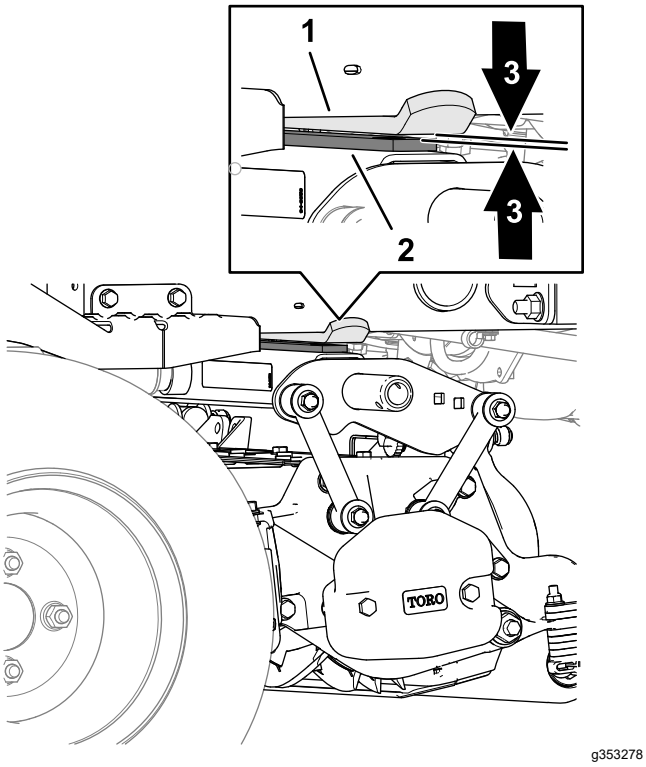

Figur 27
4. Ved den bageste klippeenhed skal du måle afstanden mellem slidbåndet øverst på den bageste klippeenheds slidstang og kofangerens ende (Figur 27).